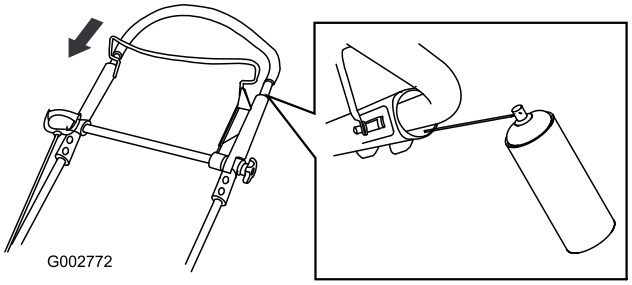

Figuur 35
2. Duw de bovenste handgreep helemaal naar beneden en spuit het binnenste plastic oppervlak van de buitenhendel in (Figuur 35).